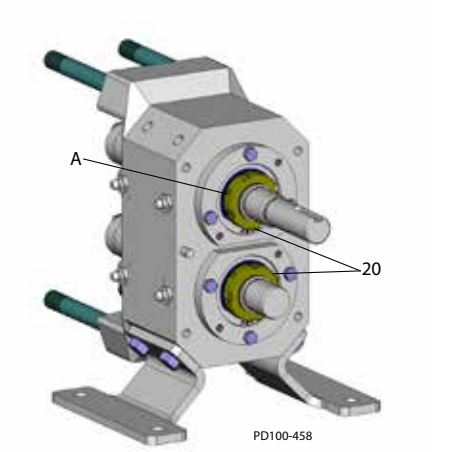

Figura 51 - Serraggio delle viti di arresto
4. Serrare o allentare il dado di bloccaggio del cuscinetto (Figura 51, articolo 20) per ottenere un valore di coppia come indicato nella Tabella 6.
5. Serrare le viti di bloccaggio (Figura 51, articolo A) nei dadi di bloccaggio dei cuscinetti (articolo 20).